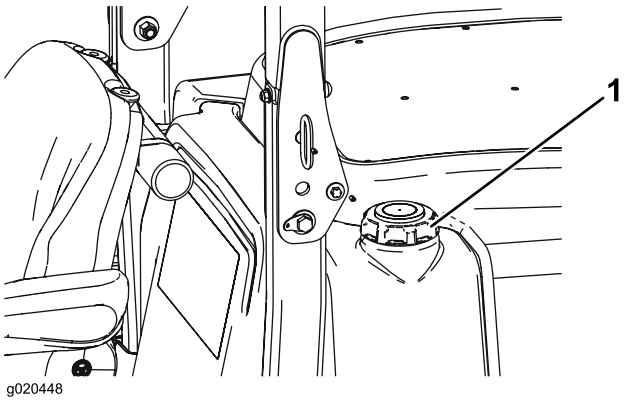

Figuur 12
3. Verwijder de dop van de brandstoftank (Figuur 12).